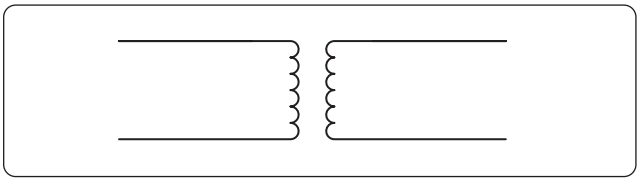

Figure 12-147. *An air-core transformer.*
3. RF transformers are designed to operate in equipment that functions in the radio range of frequencies. The symbol for the RF transformer is the same as for an RF choke coil. It has an air core as shown in *Figure 12-147*.